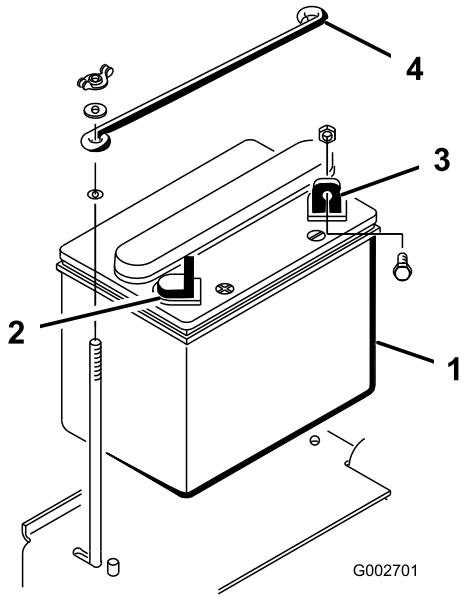

Figur 4
1. Sätt batteriet på plats med minuspolen riktad mot maskinens bakre del (Figur 4).